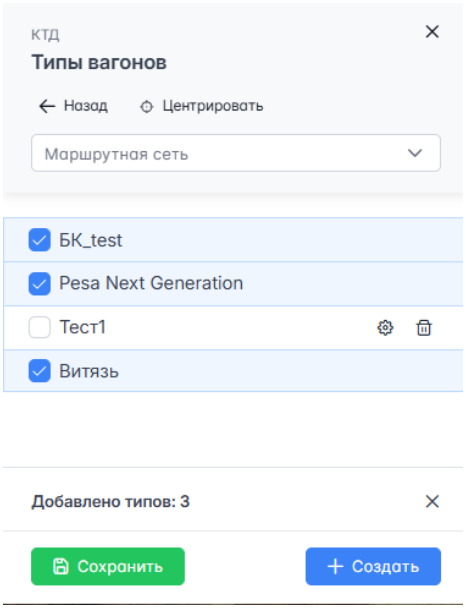

Рисунок 79 – Окно "<Название депо> Типы вагонов". Управляющие кнопки
2. Навести курсор мыши на название типа вагона, который необходимо отредактировать, справа отобразятся управляющие кнопки (рисунок 79).
2. Навести курсор мыши на название типа вагона, который необходимо удалить, справа отобразятся управляющие кнопки (см. рисунок 79).